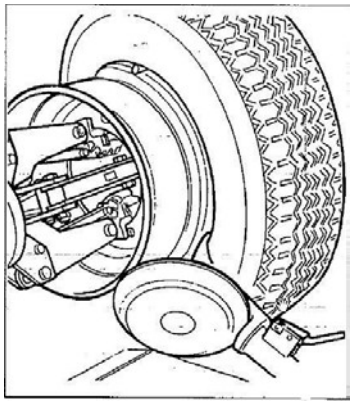

Рис. 7.10
4) Передвиньте инструмент таким образом, чтобы красная базовая метка была совмещена с внешней кромкой обода и была на расстоянии 5 мм от нее (см. рис. 7.10).